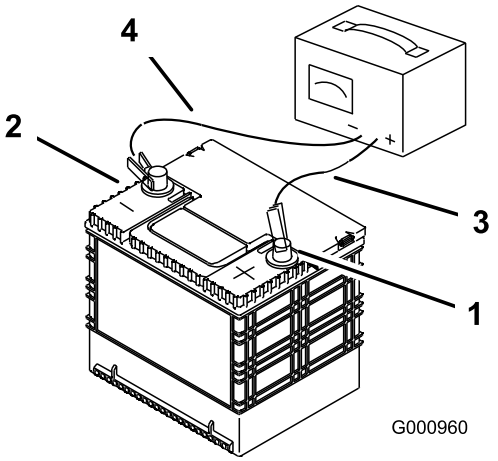

Figur 52
2. När batteriet är fulladdat ska laddaren kopplas bort från eluttaget först, och sedan ska laddningskablarna lossas från batteripolerna (Figur 52).